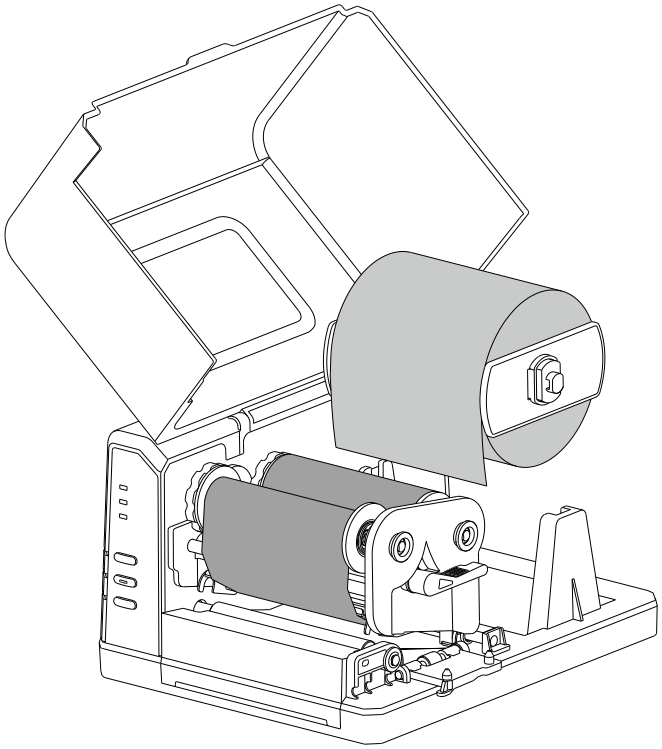

Figure 2-12 Load the Media
3. Position the media roll in the middle of the Spindle, using the ruler on the Media Spindle for alignment. See Figure 2-12.